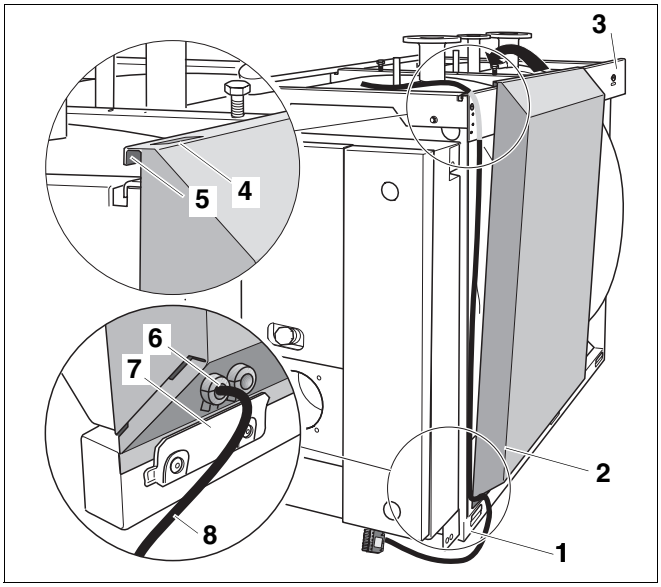

Rys. 30 Montaż przedniej ścianki bocznej z kablem palnika
- Poprowadzić kabel palnika z odciążeniem naciągu (rys. 30, **poz. 8**) pod bocznym profilem poprzecznym (rys. 30, **poz. 3**) do podstawy korpusu kotła (rys. 30, **poz. 1**).
- Oprzeć przednią ściankę boczną (rys. 30, **poz. 2**) o korpus kotła.
- Należy pamiętać, że szczelina w przedniej ściance bocznej (rys. 30, **poz. 4**) powinna być zwrócona do przodu.
- Poprowadzić kabel palnika z odciągiem (rys. 30, **poz. 8**) przez przelotkę (rys. 30, **poz. 6**) w przedniej ściance bocznej (rys. 30, **poz. 2**). Wtyczka do podłączenia palnika (duża) znajduje się na zewnątrz.
- Umieścić przednią ściankę boczną (rys. 30, **poz. 2**) za zaczepami ramy kotła (rys. 30, **poz. 7**) i zawiesić zagięciem (rys. 30, **poz. 5**) równo na bocznym profilu poprzecznym (rys. 30, **poz. 3**).